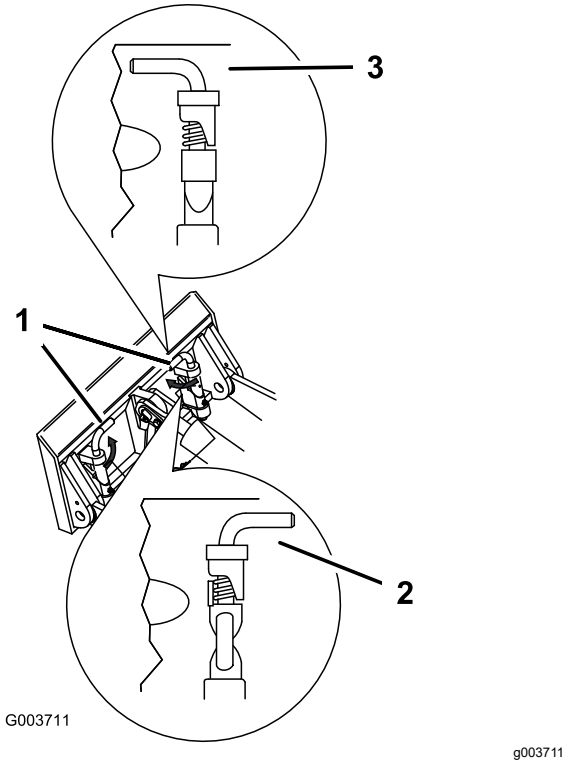

Figura 11
7. Cuplai tifturile de ataare rapidă, asigurându-vă că se fixează complet în placa de montare (Figura 11).